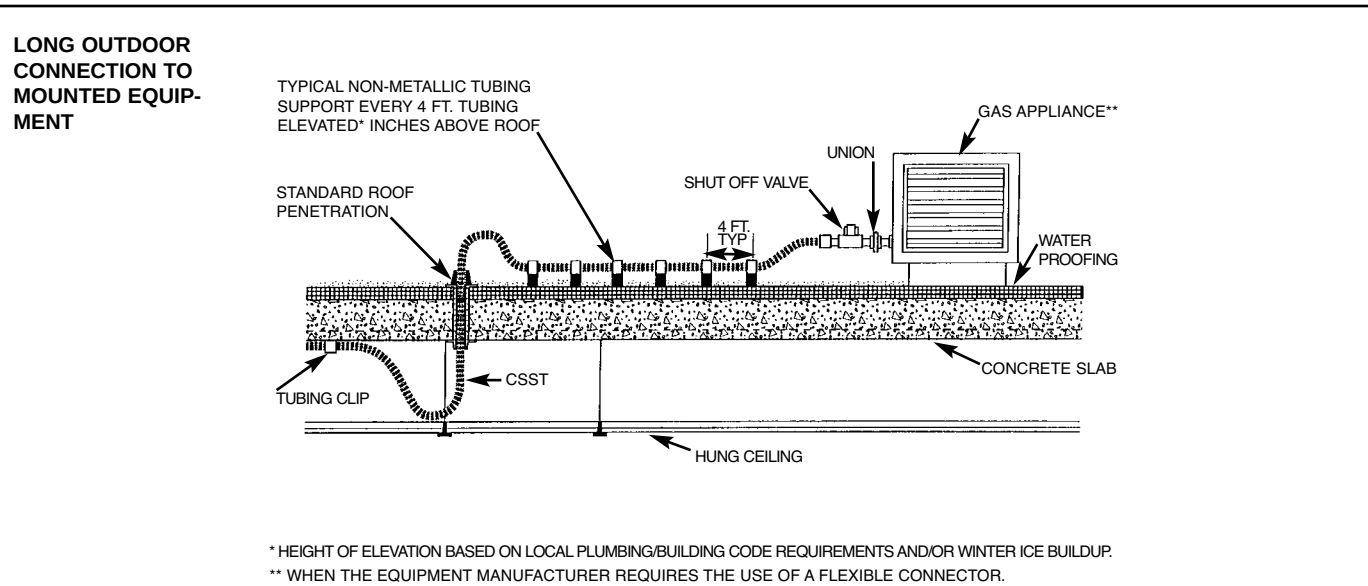

Figure 4.20
- No special mechanical protection of the tubing is required for connections to roof top equipment. Whenever possible, roof penetrations shall include an outdoor termination fitting and shall be located within 6 ft. of the equipment to be connected as shown in Figure 4.21. Long runs of tubing shall be supported with nonmetallic blocks every 4 ft. along its outdoor length, and raised above the roof (as shown in Figure 4.20) a distance determined by local code/practice.